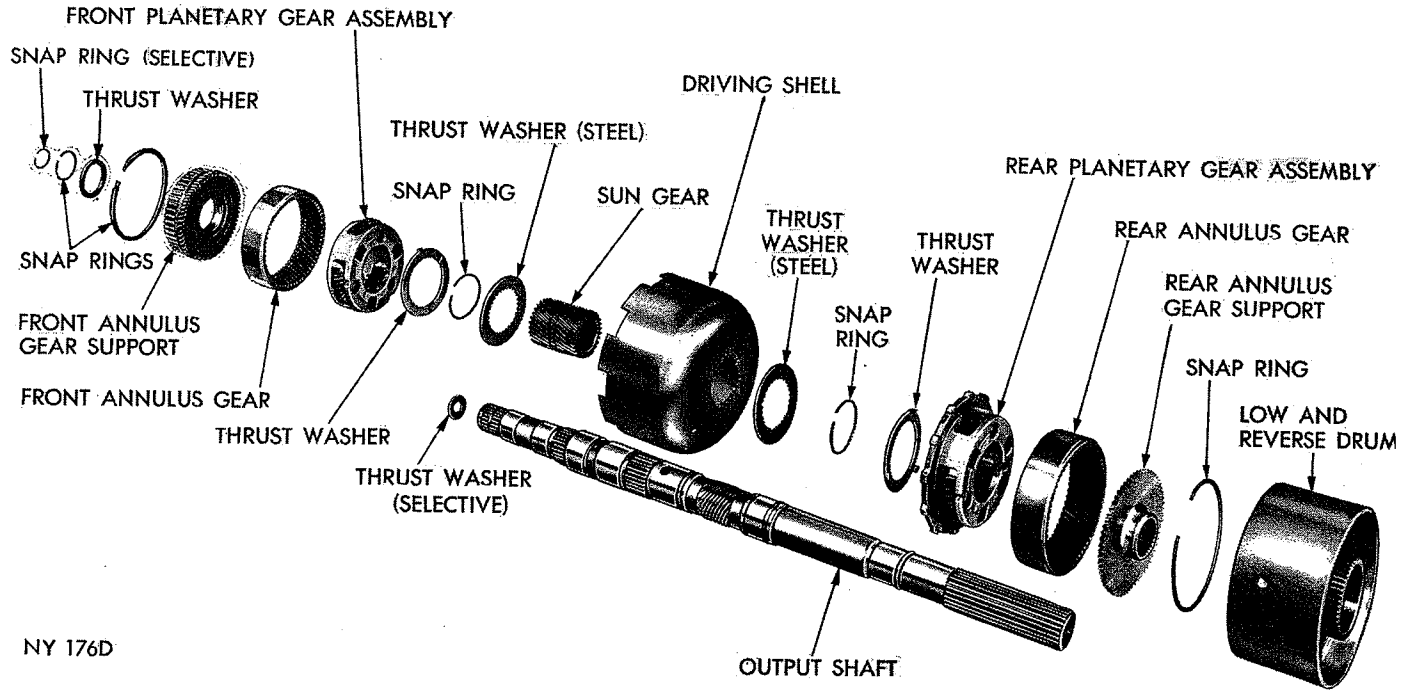

***Fig. 93—Planetary Gear Assemblies, Sun Gear, Driving Shell, Low-Reverse Drum and Output Shaft—Disassembled***
(1) Remove selective thrust washer from forward end of output shaft (Fig. 93).
(2) Remove selective snap ring from forward end of output shaft, then slide front planetary assembly off the shaft.
(3) Remove snap ring and thrust washer from forward hub of front planetary gear assembly, slide front annulus gear and support off planetary gear set (Fig. 93). Remove thrust washer from rear side of planetary gear set. If necessary, remove snap ring from front of annulus gear to separate support from annulus gear.
(4) Slide sun gear, driving shell and rear planetary assembly off the output shaft.
Refer to Figure 93 for parts reference.